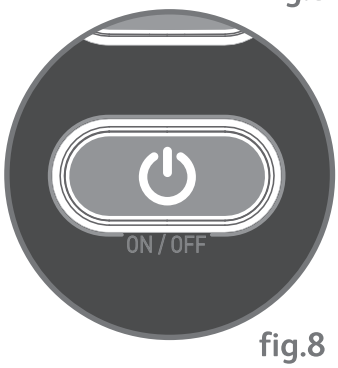

fig.8
• Nyomja meg az «ON-OFF» gombot - **fig.8.**